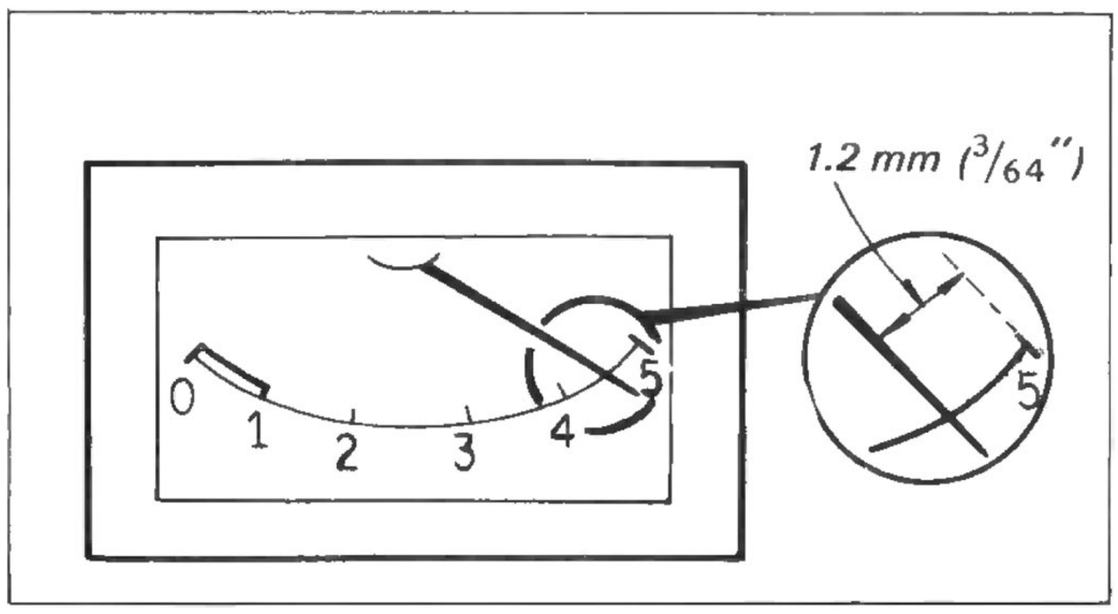
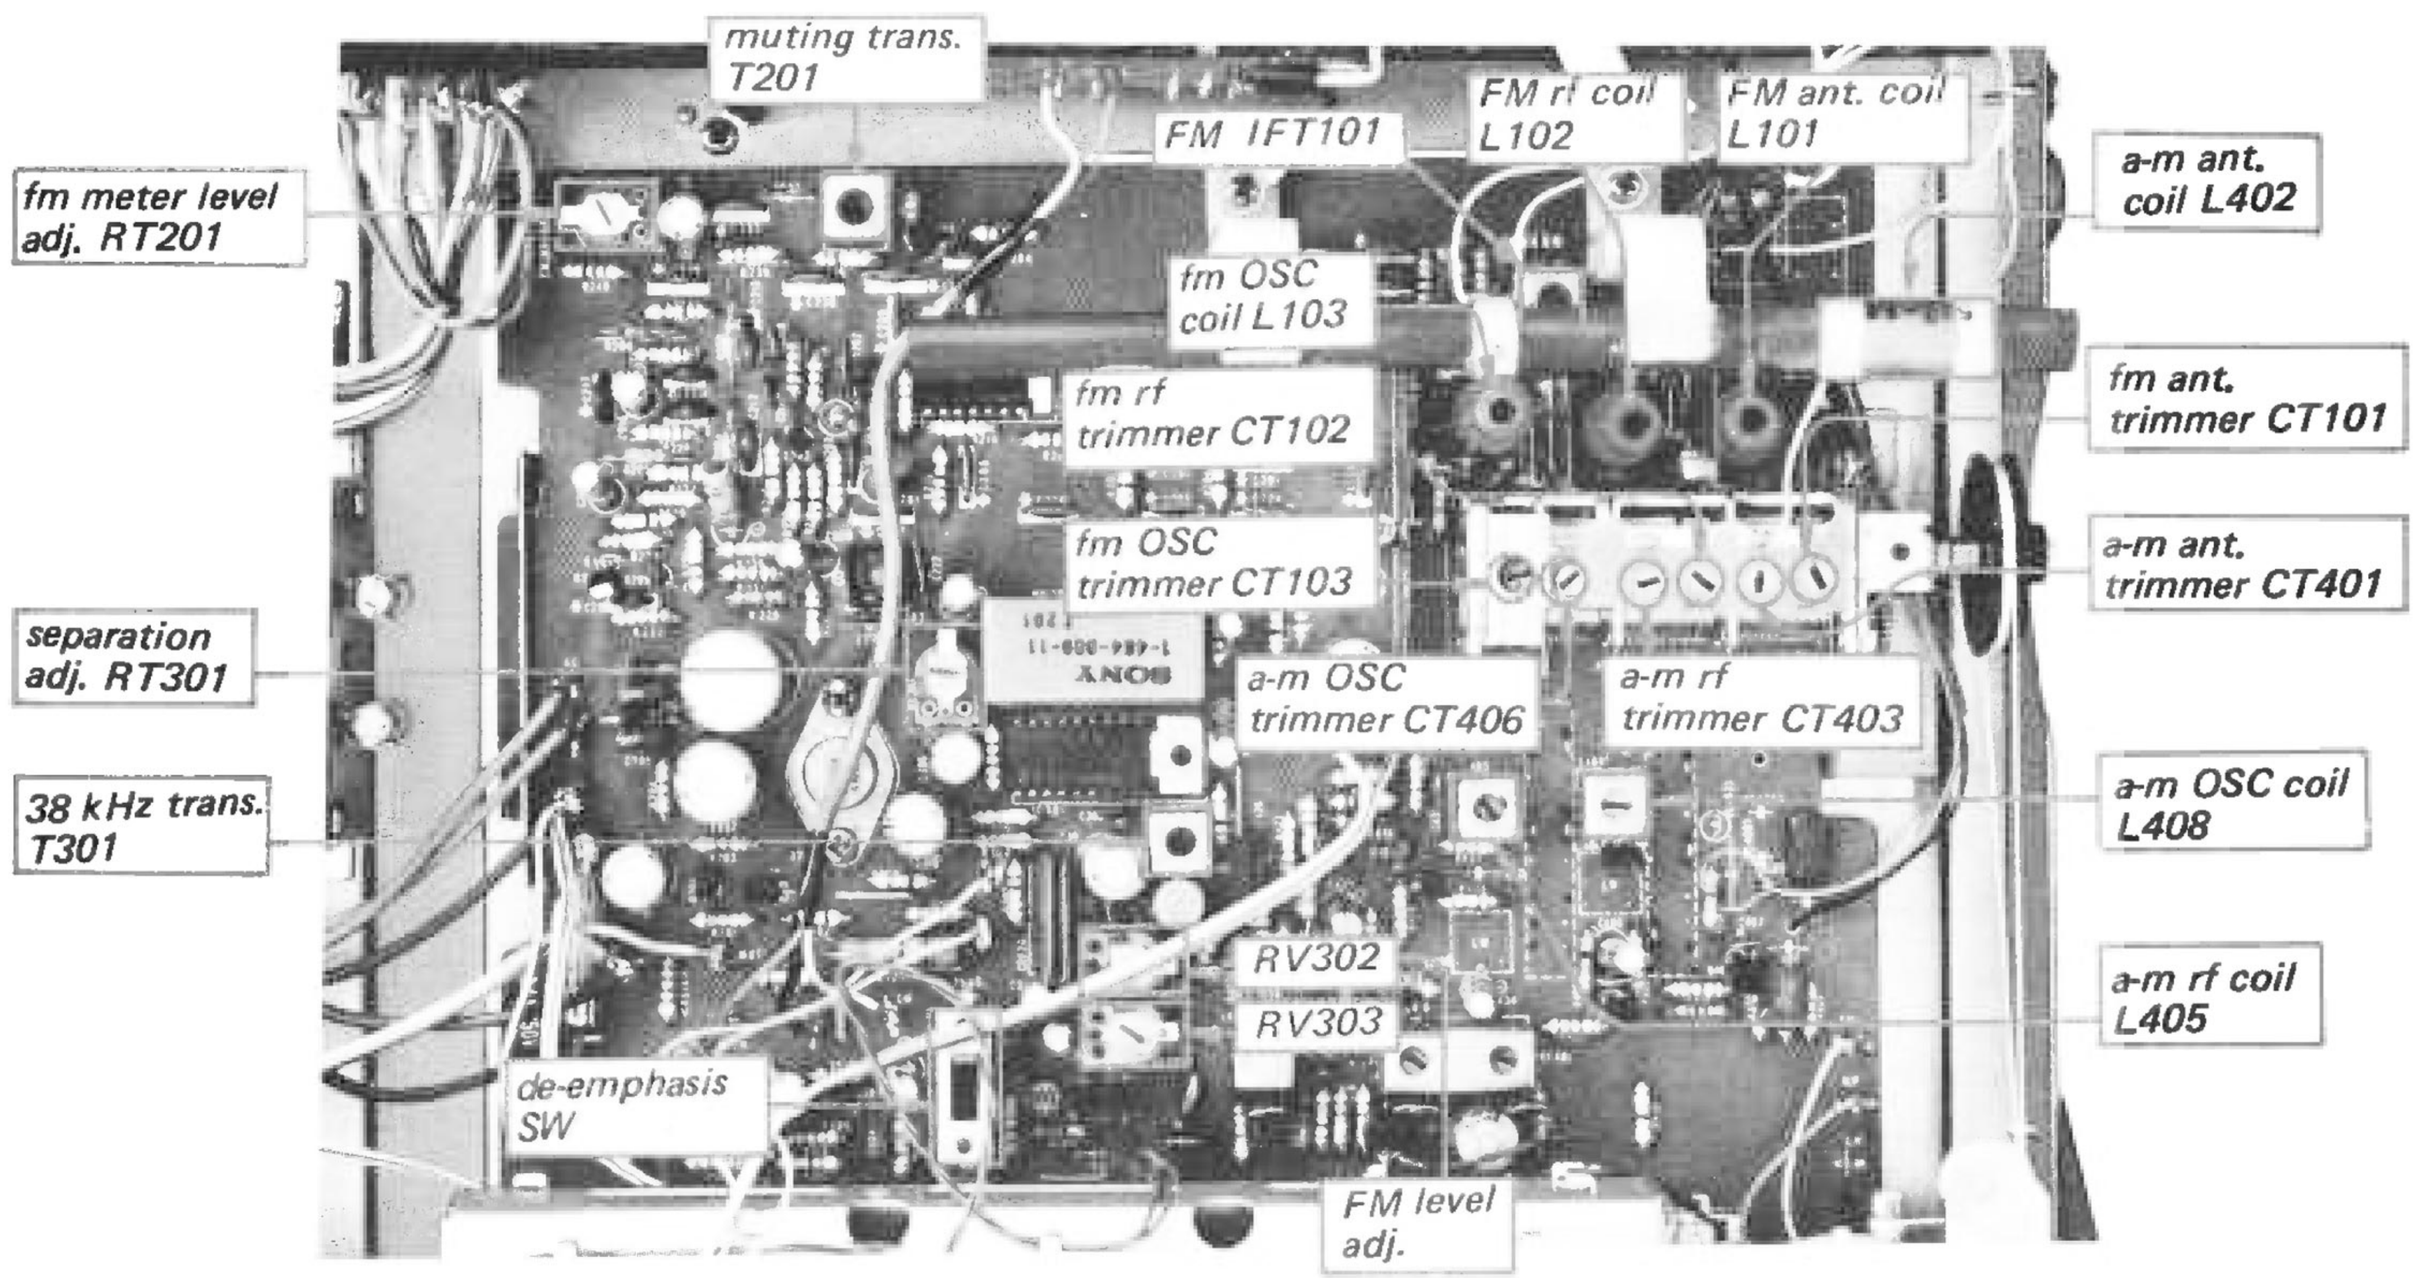

Fig. 3-3. Meter calibration
Fig. 3-4. Adjustment parts location
2. Tune to the signal generator frequency, then adjust T201 (See Fig. 3-4) for proper muting operation.
2. Tune to the signal generator frequency,then adjust RT201 (See Fig. 3-4) for 4.8 reading on the meter as shown in Fig. 3-3.
2. Precisely tune to the signal generator carrier frequency, then turn the top core of switching transformer T301 (See Fig. 3-4), to obtain maximum output at left channel. Note that this adjustment has a close relationship with stereo distortion.
3. Set the MONO switch to MONO, then adjust RV302 and RV303 (See Fig. 3-4) for same but as large as possible output at both left and right channel.
7. The output-level to residual-level ratio represents the separation. Adjust separation adj. control RT301 (See Fig. 3-4) for minimum residual level. Check the right channel for separation. Usually, about an 8 to 9 dB difference in channel separation exists. Readjust RT301 for minimum difference between left-and right-channel separation. While doing this, remember that the output level also changes according to the setting of RT301.